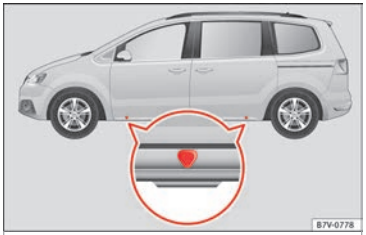
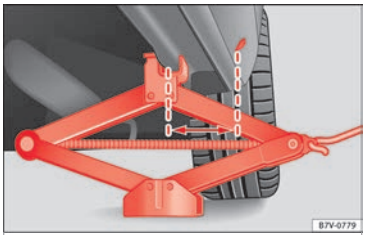

Fig. 69 Jack position points
Fig. 70 Jack mounted on the left rear part of the vehicle
The jack may be applied only at the jacking points shown (marks on chassis) ››› Fig. 69. The mark indicates the jacking points **below** the vehicle. The jacking points are on the ribs **behind** the front edges ››› Fig. 70. Always the relevant jacking point for the wheel to be changed ››› ⚠.
6. Look below the vehicle for the jacking point ››› Fig. 69 closest to the tyre which has to be changed.
8. Ensure that the foot of the jack is firmly on the ground and that it is placed immediately below the lifting point on the vehicle ››› Fig. 70.
9. Straighten the jack and continue raising it using the handle until the claw holds the vertical reinforcement beneath the vehicle ››› Fig. 70.
- **Only fit the jack at the prescribed jacking points. The claw of the jack should grip the reinforcement nerve on the underbody ››› Fig. 70.**